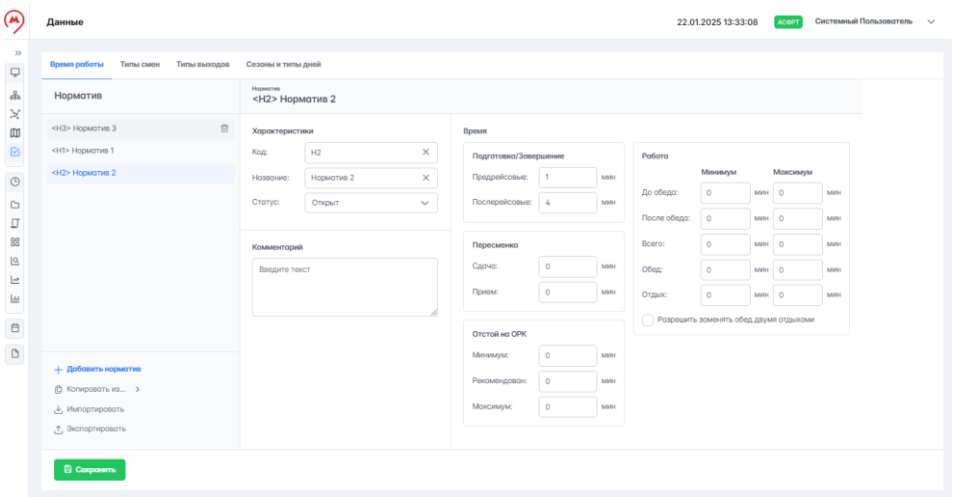

Рисунок 112 – Удаление норматива
1. Навести курсор мыши на требуемый норматив в списке на панели управления, в строке норматива отобразится управляющий символ (рисунок 112).